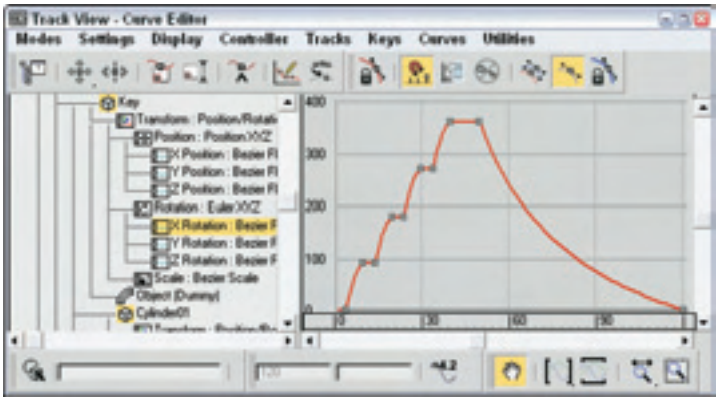

Figure 34-18: The rotation of the Wind-up Key object
3. Open the Track View–Curve Editor, and navigate down to the Wind-up Key's X Rotation track. Take a moment to observe the shape of the curve, shown in Figure 34-18.